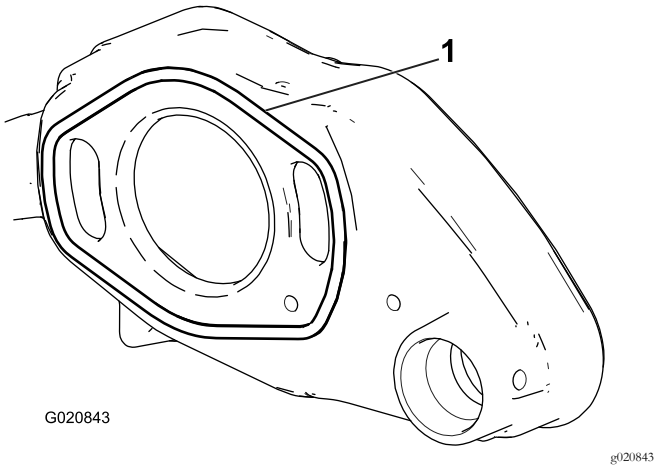

Figure 5
1. Install the new O-ring into the back of the groomer housing, and lightly lubricate the exposed surfaces of the O-ring with synthetic grease (Figure 5).